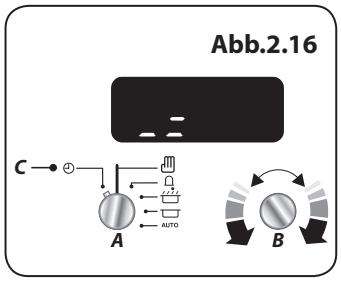

Abb.2.16
Zum Einstellen des Alarmtons, lassen Sie den Einstellknopf (B) los und drehen Sie ihn gegen den Uhrzeigersinn **(Abb.2.16)**. Der Alarmton hat sich nun geändert. Wiederholen Sie diese Schritte, bis der gewünschte Alarmton eingestellt ist.